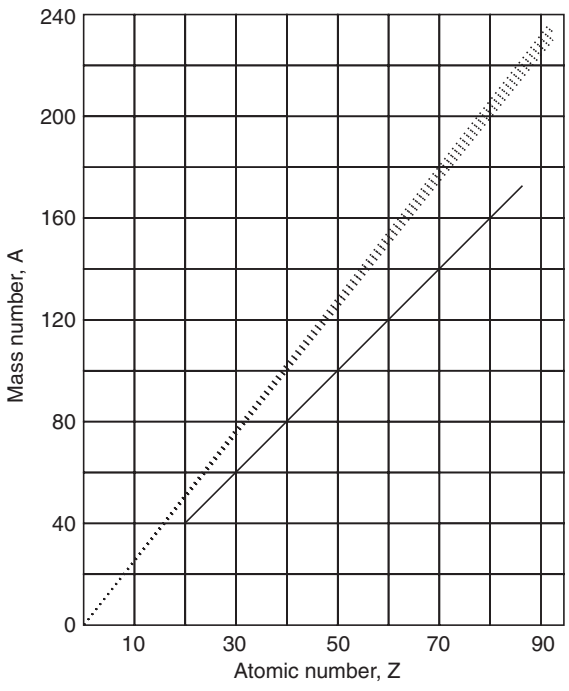

Fig. 3.1
The graph (Fig. 3.1) is a plot of proton number (Z) vs mass number (A). The graph is more or less linear. When the value of Z is less, then the ratio A/Z for a nucleus is 2 *i.e.,* light elements possess equal number of protons and neutrons and the nucleus is stable; when the proton number of the nucleus exceeds 20 the nucleus shows the tendency to be unstable and when the proton number (Z) exceeds 83 the nucleus becomes more or less unstable. As the difference of Z and A increases the nucleus becomes totally unstable. So it can be said that radioactivity is a phenomenon to stabilize the nucleus by decreasing the ratio A/Z of the nucleus.